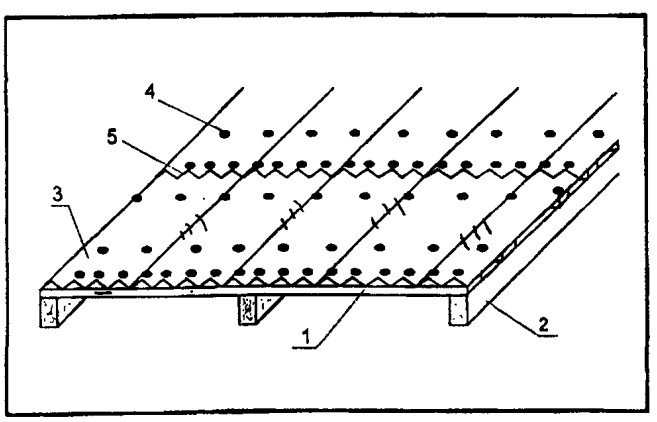

Рисунок 5.
2.11. Листы Ондулин прибивают по каждой волне на конце листа и концевом нахлесте, а также по обеим сторонам бокового нахлеста. Кроме того, лист закрепляют через одну волну в 1\3 длины листа к промежуточным брускам обрешетки. Для крепления одного листа необходимо 20 гвоздей (рис. 5).